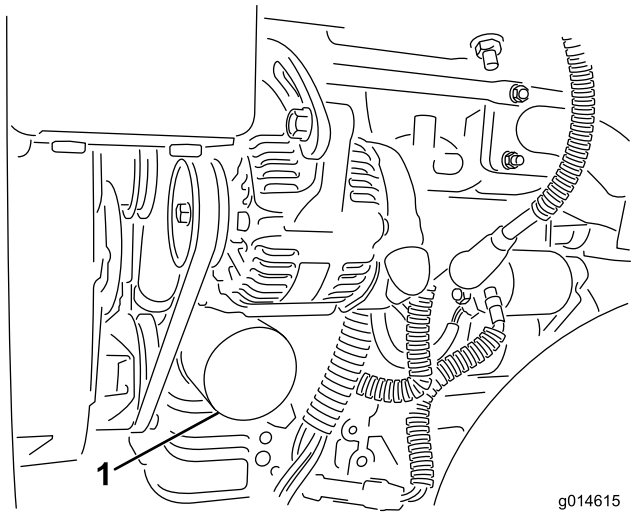

**Figur 43**
2. Fjern oliefilteret (Figur 43). Påfør et let lag ren olie på den nye filterpakning.